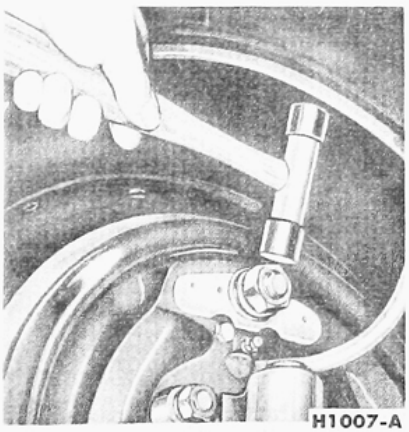

FIG. 2—Anchor Pin Adjustment
5. To adjust the anchor pin setting, loosen the anchor pin nut just enough to permit moving the pin up or down by tapping the nut with a soft hammer (Fig. 2).
Do not back the nut off too far or the shoes will move out of position when the nut is tightened. Tap the anchor pin in a direction that will allow the shoes to center in the drum and provide an operating clearance of 0.010 inch (Fig. 2).